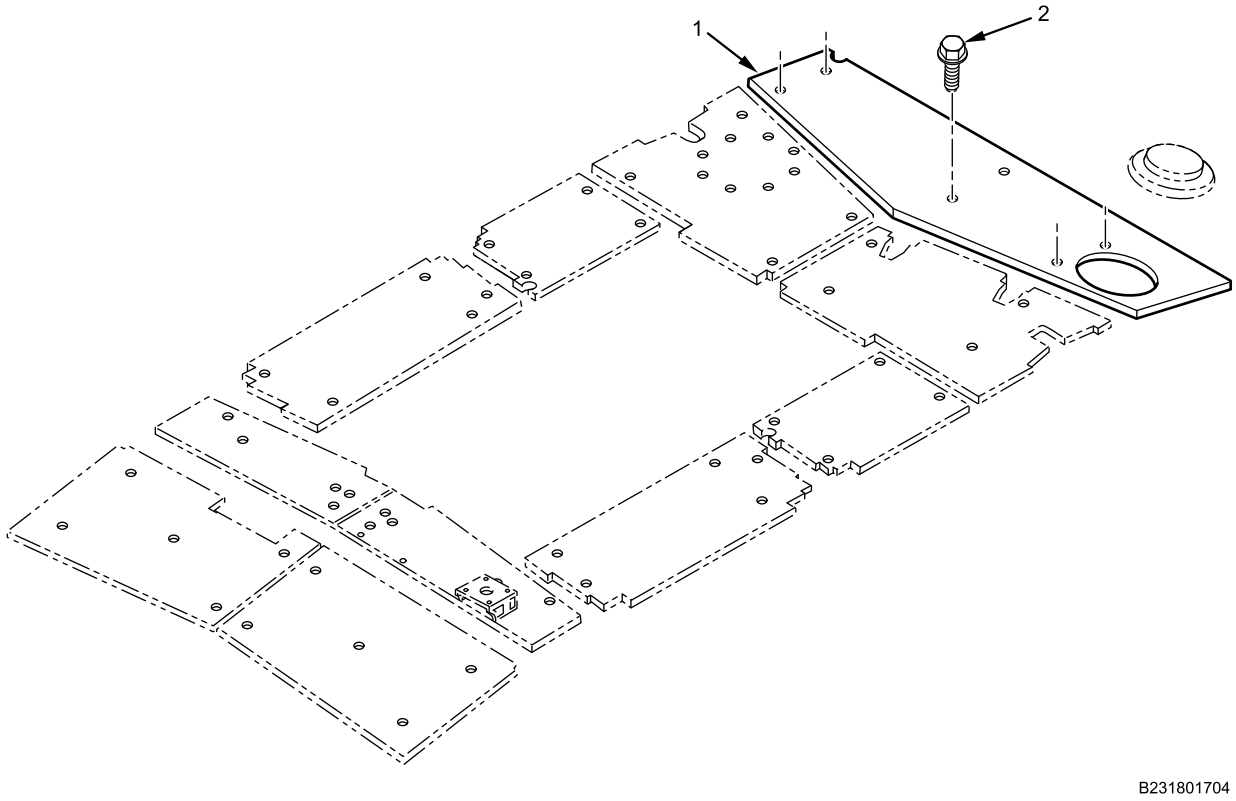

Figure 4. Roof Armor Rear Panel.
1. Apply corrosion preventive compound on six roof armor rear panel bolts (Figure 4, Item 2).
2. With assistant, install roof armor rear panel (Figure 4, Item 1) with six bolts (Figure 4, Item 2) and washers. Torque bolts to 34-38 lb-ft (46-51 N•m).